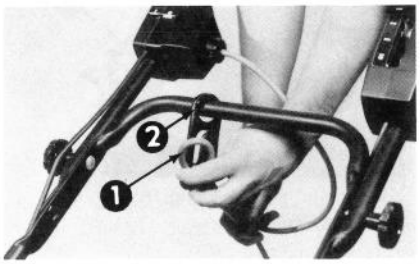

Abbildung 8
2. Verlängerungskabel an der Kabelklemme am unteren Griff anschliessen (Abb. 8 & 9). Genügend Kabel zwischen Klemme und Motorschutzschalter lassen, damit die Klemme während dem Mähen von Seite zu Seite verschoben werden kann.